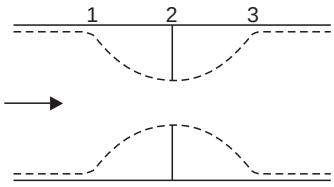

Fig. 3
6. The throttling process undergone by a gas across an orifice is shown by its states in Fig. 3.